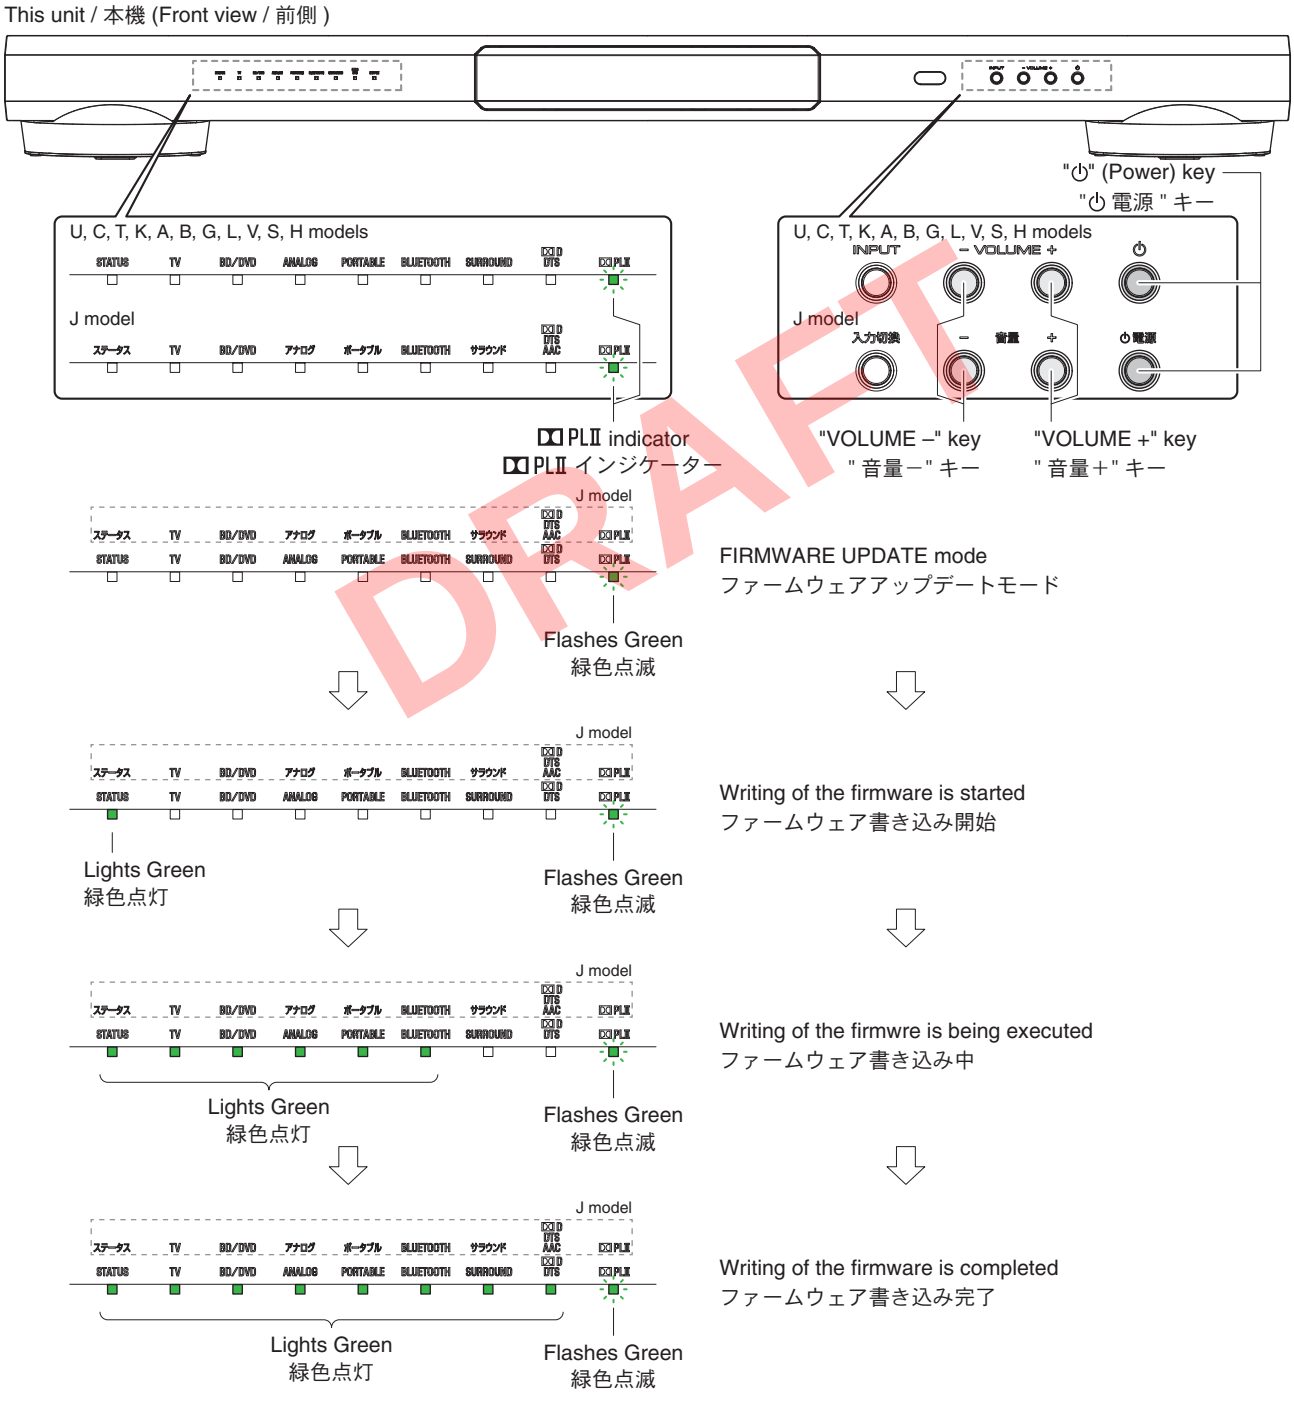

Fig. 2
1. While pressing the “VOLUME +” and “VOLUME –” keys, connect the power cable to the AC outlet. (Fig. 2)
The FIRMWARE UPDATE mode is activated and DD PLII indicator flashes green. (Fig. 2)
1. “音量＋” キーと “音量−” キーを押しながら、電源コードを AC コンセントに接続します。(Fig. 2)
ファームウェアアップデートモードが起動し、DD PLIIインジケーターが緑色に点滅します。(Fig. 2)
4. Press the “⏻” (Power) key to turn off the power. (Fig. 2)
4. “⏻ 電源” キーを押して電源を切ります。(Fig. 2)